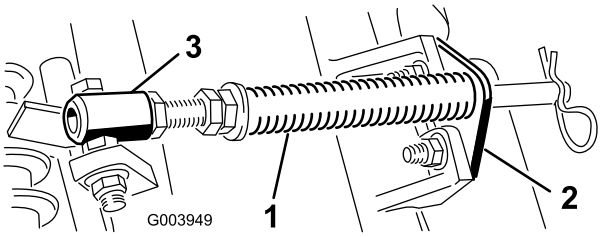

Figur 4
A. Demontera de två vagnskruvar och muttrar som håller fast stångbeslaget på klippenhetens flikar (Figur 4).
B. Demontera den flänsmutter som håller fast fjäderrörets bult på bärramens flik (Figur 4). Demontera enheten.